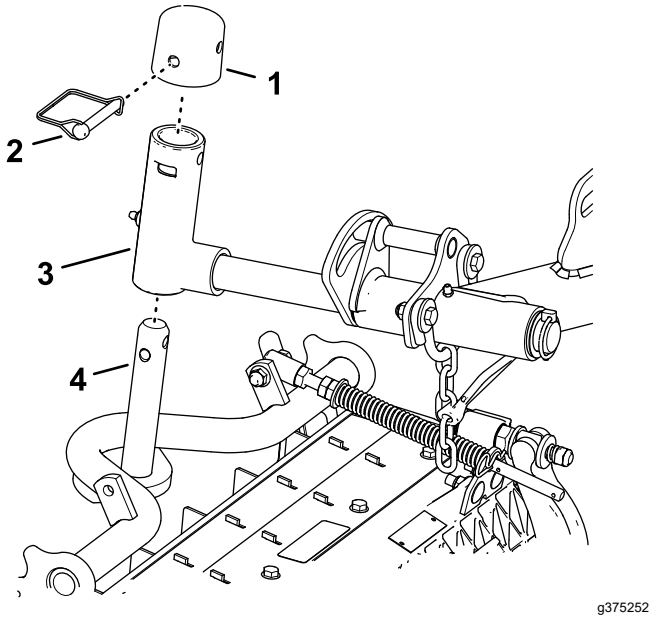

Figur 17
1. Skub en klippeenhed ind under løftearmen (Figur 17).
Låsning af klippeenhedens drejeaksel til klipning af græs på en bakkeside – Lås klippeenhedens drejeaksler for at forhindre, at klippeenhederne roterer ned ad bakke, når der klippes hen over bakkens forside. Brug hullet i drejegaflen (Figur 17) til at låse klippeenheden. Brug åbningen til en styrende klippeenhed.